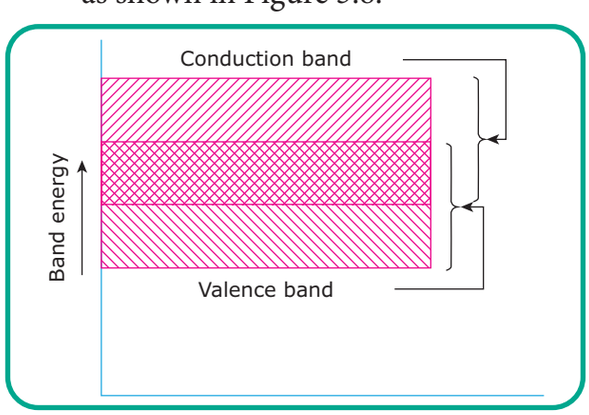

Figure3.8 Energy band of conductors
a) Conductors: Metals (e.g. Copper, Aluminium) or conductors allow the passage of electric current through them, because of large number of free electrons available in a conductor. In terms of energy band, the valence and conduction bands overlap each other as shown in Figure 3.8.